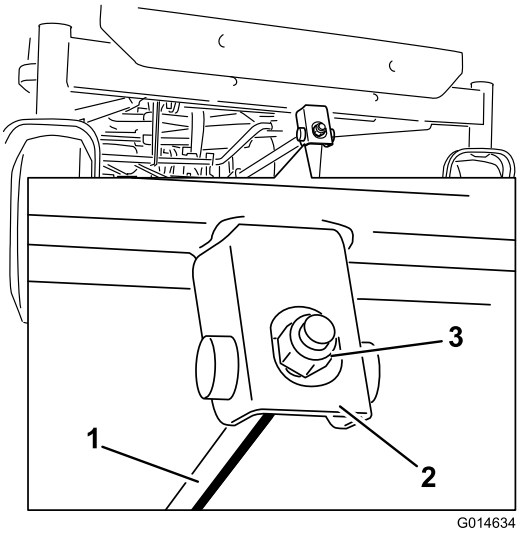

Figura 62
1. Gire la tuerca de ajuste de la parte delantera del cortacésped (Figura 62).